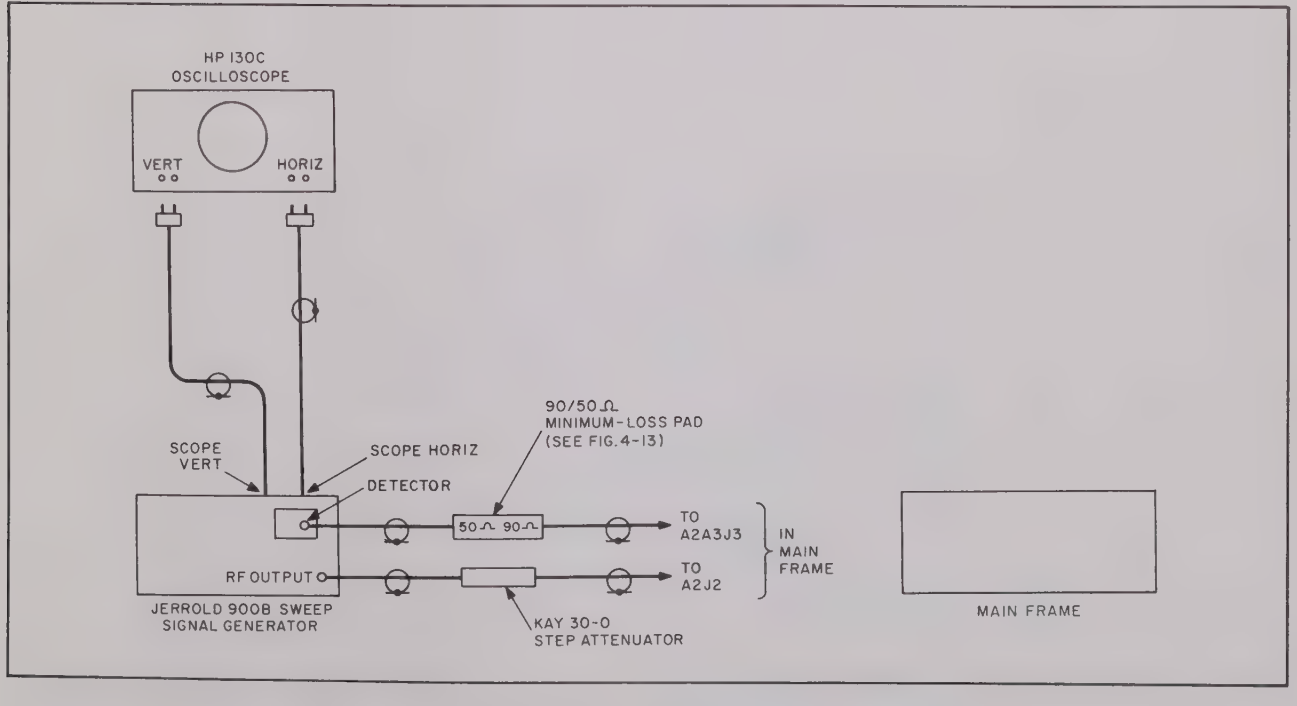

Figure 4-12. 160-MHz Wideband Amplifier A2A3 Alignment, Equipment Setup No. 1
a. Connect the equipment as illustrated in figure 4-12. The sweep generator is to be tuned to a center frequency of 160 MHz, a sweepwidth of 200 MHz and an output level of approximately -20 dBm. Set the step attenuator for 0 dB insertion.